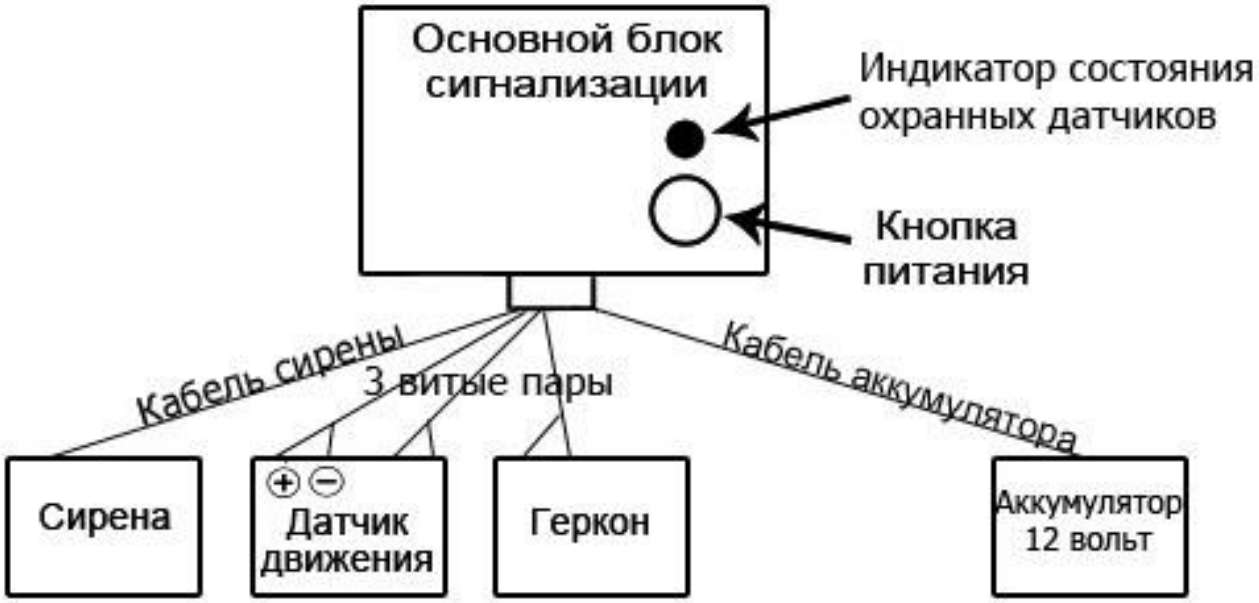

Рис. 1. Схема сигнализации.
2.1 Схема сигнализации приведена на Рис. 1.